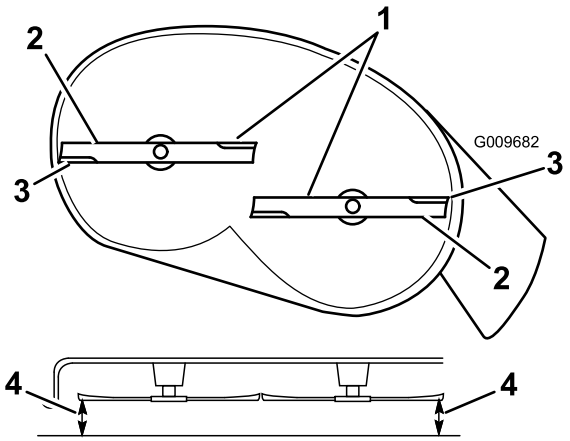
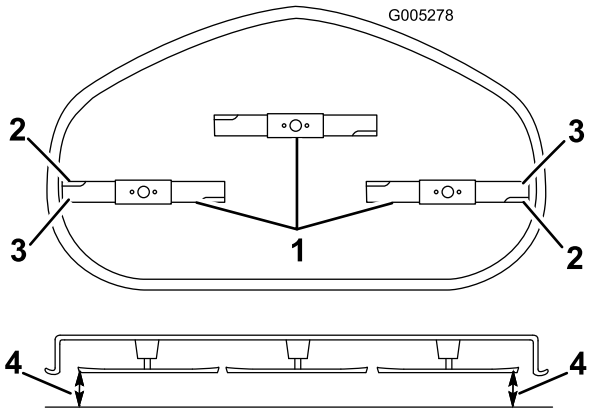

**Figur 57**
**Figur 58**
4. Roter knivene forsiktig så alle er på tvers (Figur 57 og Figur 58).
5. Mål avstanden mellom de ytterste knivkantene og det flate underlaget (Figur 57 og Figur 58). Hvis begge målene ikke er innenfor 5 mm, er det nødvendig med justering. Fortsett med denne prosedyren.